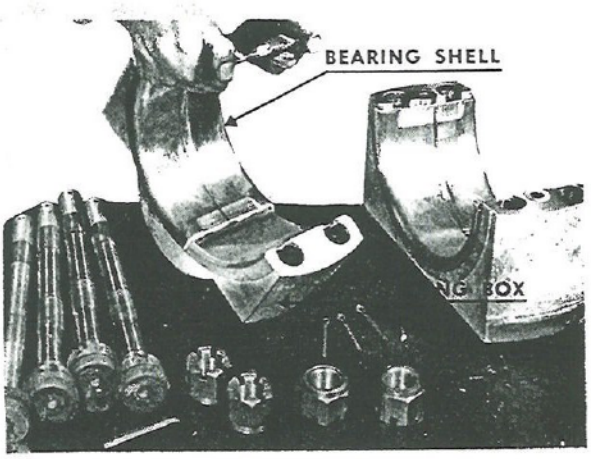

Fig. 120. Installing Bearing Shells in Caps
b. Install the lower bearing shell into the lower half of the bearing box. This is accomplished, as shown in Fig. 120, by placing an end of the shell on the end of the bearing box half, and then pushing the shell forward with a rolling motion. Be sure that on both the upper and lower shells the shoulders are on the outside shoulders with the numerals that appeared on the old shells.